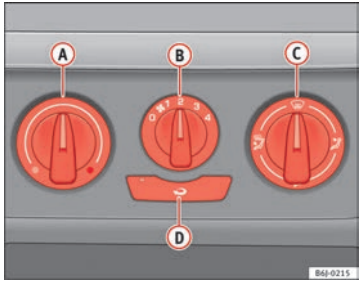

Fig. 92 Heating controls on the dash panel
– Turn the temperature selector ⇒ Fig. 92 (A) anticlockwise.
– Turn blower switch (B) to any of the head settings 1 -4.
– Set the airflow to the desired direction using air distribution control (C).
– Turn the temperature selector ⇒ Fig. 92 (A) clockwise to select the desired temperature.
– Turn the temperature selector ⇒ Fig. 92 (A) clockwise to reach the maximum temperature.
– Turn the blower switch (B) to setting 4.
– Close outlet (3).
– Open and turn outlet (4) towards side windows
– Turn the temperature selector ⇒ Fig. 92 (A) to the heating area. ▶
– Turn blower switch (B) to any of the head settings 2 -3.
– Close outlets (3)
– Open and turn outlets (4) towards side windows.